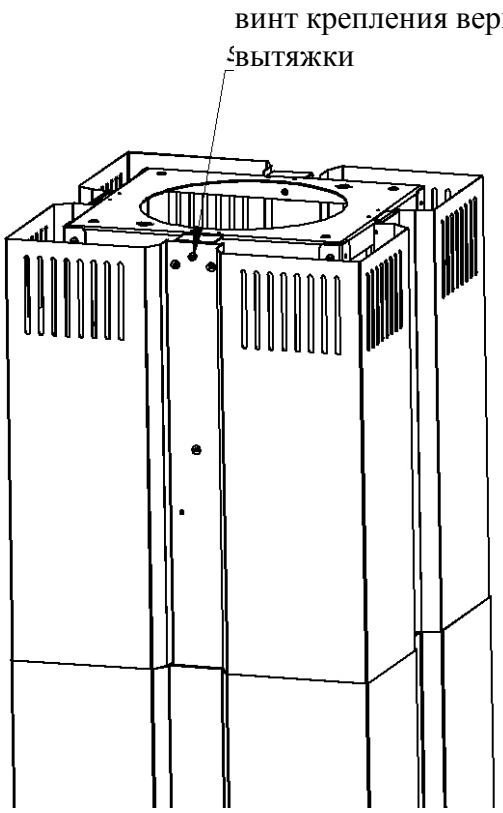

Рис. 7
4. Поднимите верхнюю часть вытяжки к потолку и прикрутите четырьмя винтами М4 (рис. 7).